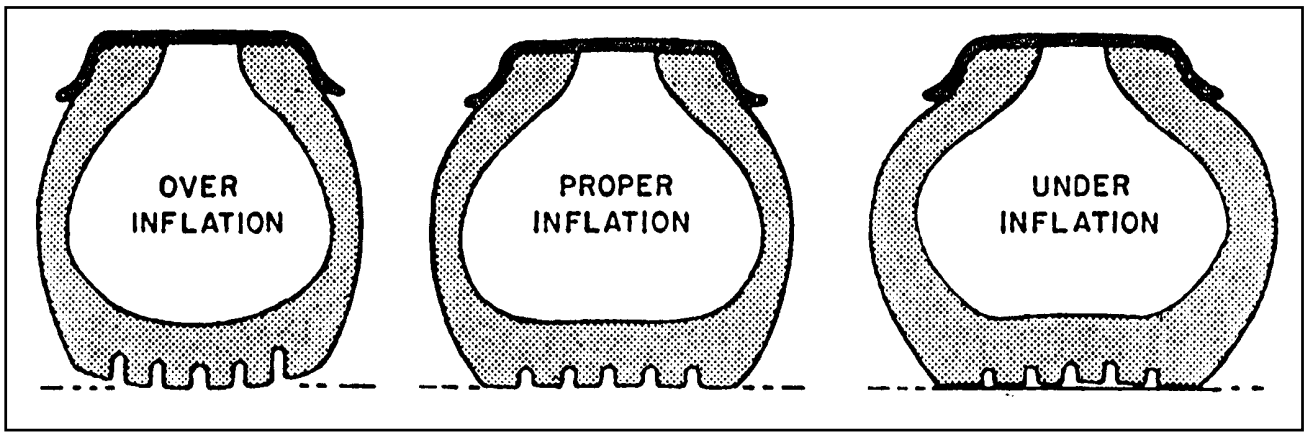

**Figure 4-15 Tire Inflation Examples**
**4-11.1 Tire Inflation**. Tire inflation will cause tire to ground contact characteristics as shown in **Figure 4-15**. Tire inflation should be checked daily while the tire is cold, and during road stops. Checking the tire pressures while tires are hot will give a faulty increased pressure reading. Adjusting tire air pressure to the specified amount while tires are hot will produce improper tire to road contact and thus abnormal wear. Do not exceed cold inflation pressure listed on the trailer VIN plate located on the front of the trailer. Exceeding cold inflation pressure will result in damaged tire bodies, rims, and wheels. Replace all valve stem caps when pressure checking/adjusting has been completed. Remove any foreign objects from between duals.